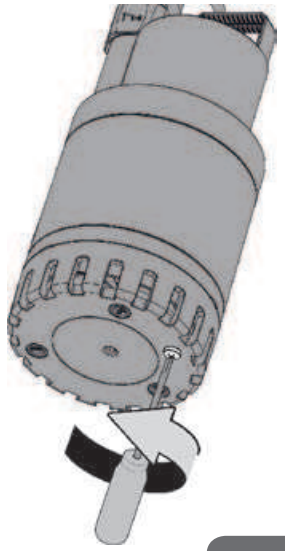

Rys. 9
- W wybranych modelach wykręcić śrubę mocującą na filtrze (rys.9).
• W wybranych modelach wykręcić śrubę mocującą na filtrze (rys.9).